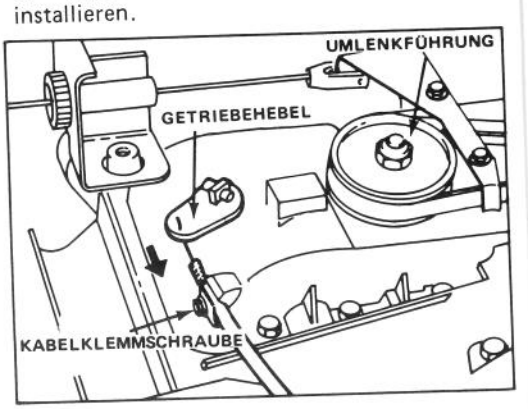

Bild 24
3. EINSTELLUNG (Bild 24) – Kabelklemmschraube lösen, bis Kabelstrang gleitet. Getriebehebel gegen Kabelklemmschraube drücken und Hebel festhalten. Jabel anziehen, um Spiel zu eliminieren, und Klemmschraube festschrauben.
4. EINSTELLUNG ÜBERPRÜFEN – Sicherstellen, daß Fahrgeschwindigkeit auf Leerlauf "N" eingestellt ist und Mäher nach rückwärts bewegen. Umlenkführung (Bild 24) sollte nicht rotieren. Rotiert die Umlenkführung, auf Leerlauf rejustieren: siehe Verfahrensschritt 3.